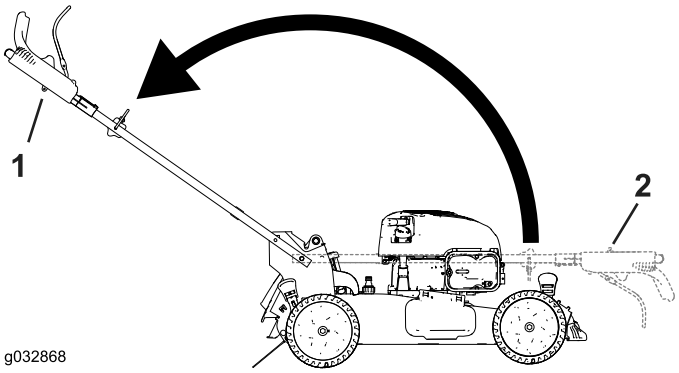

Figura 5
3. Desdobre o manípulo para a posição de funcionamento rodando-o para trás (Figura 5).